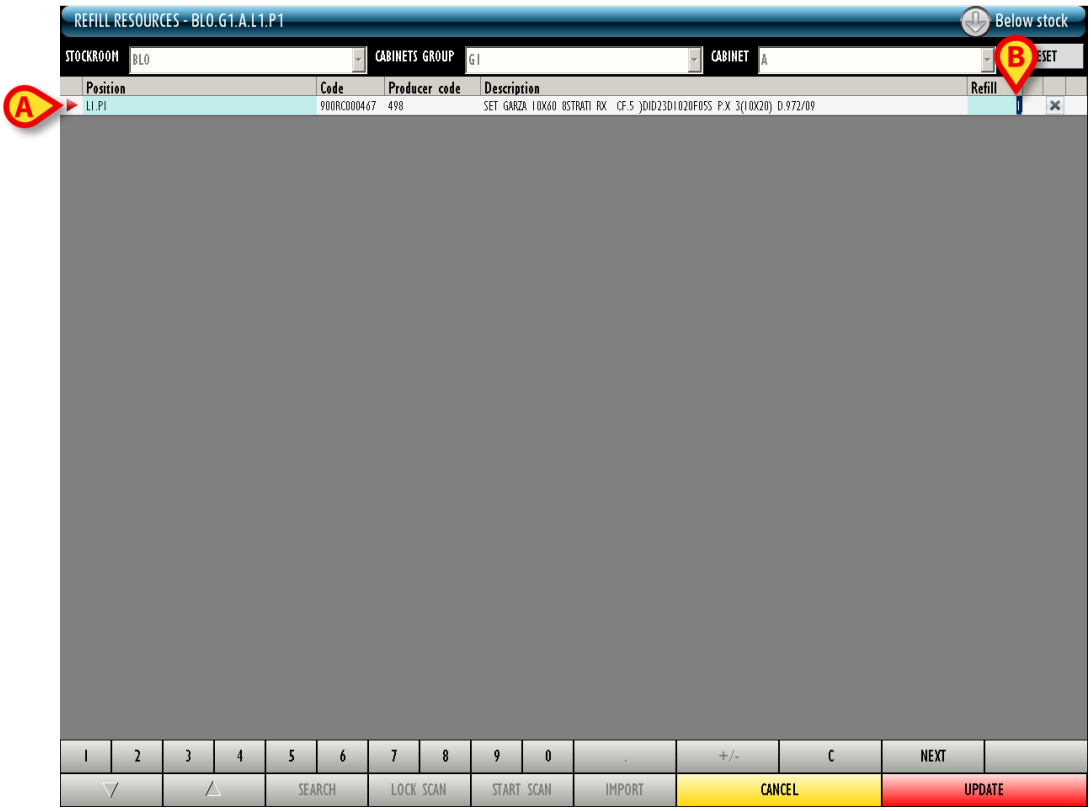

Fig 306
The “Resources refill” screen is displayed (Fig 306). The selected resource is displayed on this screen (Fig 306 **A**).
- Specify the “refill” quantity in the “Refill” field (Fig 306 **B**)